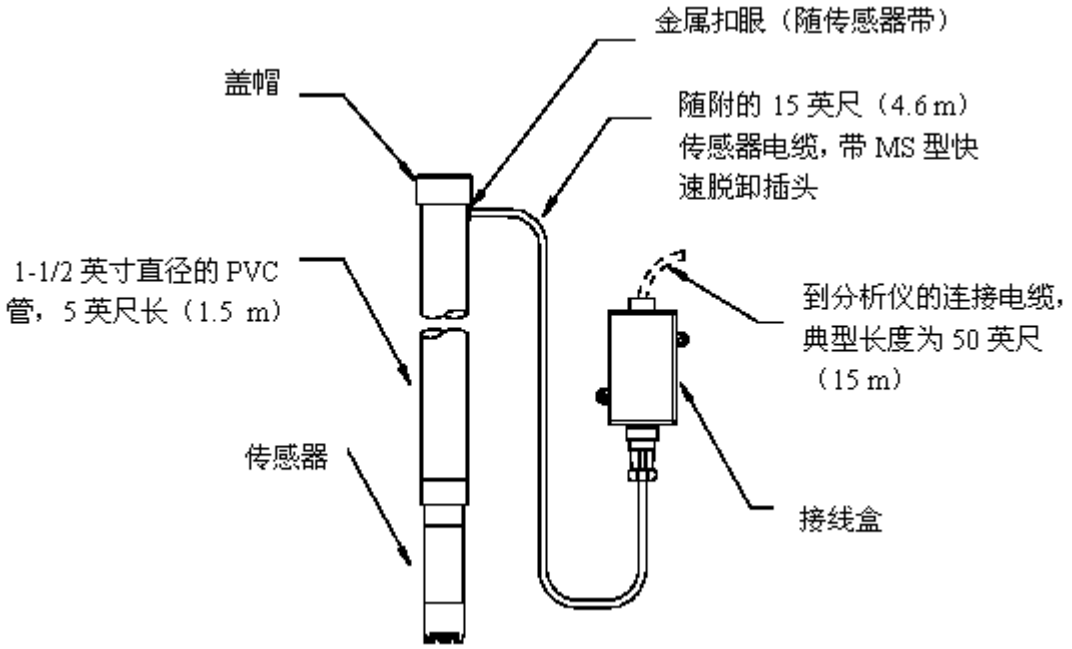

**图 2-4　传感器安装——浸入式安装**
| 图 2-4 | 传感器安装——浸入式安装硬件 | 7 |
1. 参见图 2-4，从长安装硬件管上取下（拧下）**终端盖帽**。